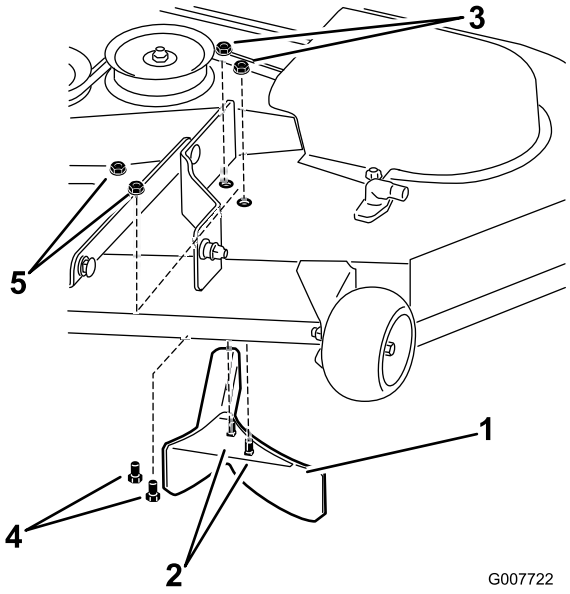

Figuur 25
1. Verwijder de twee borgmoeren waarmee de linker mulchplaat is bevestigd aan het maaidek (Figuur 25). Breng de mulchplaat omlaag en verwijder deze van het maaidek.
2. Plaats de twee bouten (5/16 x 5/8 inch) en de twee borgmoeren (5/16 inch), die zijn bewaard voor hergebruik, in de gaten die zijn open gelaten in het maaidek na verwijdering van de linker mulchplaat (Figuur 25).